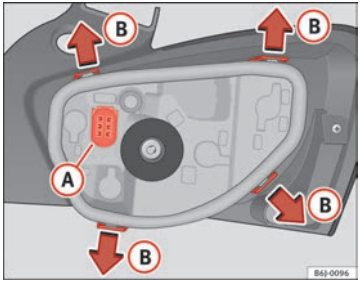

Fig. 177 Changing bulbs on tail lights
– Remove the bulb holder, separating it from the casing. To do this, press tabs (B) in the direction of the arrows ⇒ Fig. 177.